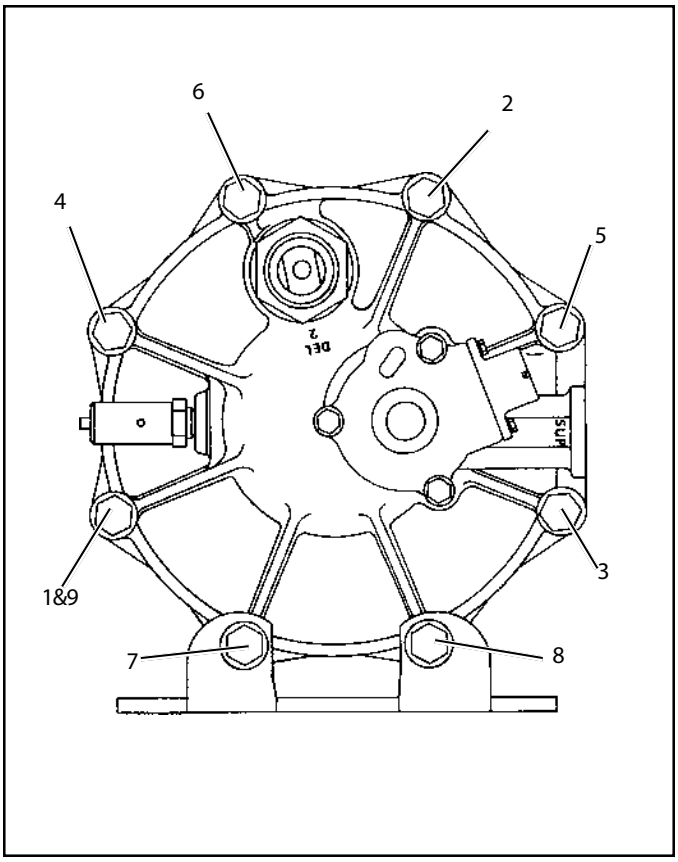

FIGURE 8 - END COVER TO HOUSING TORQUE PATTERN
A. Install the o-ring (14) in its groove on the O.D. of the purge piston. Place the return spring (13) in the bore of the purge valve housing. Place the o-ring (10) into its recess in the bore of the purge piston. Install the 1/4" Torx head bolt (31) into the I.D. of the purge piston. Insert the purge piston (33) into the I.D. of the spring (13). Using a Torx head wrench, push the purge piston into the piston housing until it bottoms.
B. While depressing the purge piston with the Torx head wrench, install the following parts over the purge valve bolt (31) from the opposite end of the purge valve housing; the purge valve (11) with its rubber side first, followed by the diaphragm (2) (if present), the diaphragm washer (32) (if present) or the flat washer and finally the 1/4" hex nut (4). Torque the purge valve nut and bolt (4 & 31) to between 60-80 in. lbs.
C. Install the three o-rings (5, 6 & 7) on the purge valve housing placing each in its appropriate location. If the exhaust cover (30) was removed during disassembly, install it on the purge valve housing assembly making certain the "bubble" portion is positioned over the thermostat. Install the assembled purge valve housing in the end cover making certain to orient both parts such that the connector is approximately 10 degrees clockwise from the supply port, while making certain the purge valve housing is fully seated against the end cover. Secure the purge valve housing to the end cover using the three 1/4" self-tapping screws (3). Start all three screws by hand then torque to 50-80 in. lbs.
2. Install the o-ring on the check valve assembly (15), then install the assembly in the end cover.
3. Install the desiccant cartridge o-ring (21) in its groove in the end cover. Using a light coat of barium grease, lubricate the bottom of the desiccant cartridge in the area that will contact the o-ring (21) and end cover. Screw the desiccant cartridge into the end cover until contact is made between it and the o-ring. Using a strap or chain wrench positioned 2-3" from the bottom of the cartridge, turn the desiccant cartridge clockwise 180-225 degrees beyond the position where initial contact was made between the cartridge and end cover o-ring. Torque should not exceed 50 ft. lbs.
4. Install the end cover outer housing o-ring (23) on the shoulder in the end cover. Place the housing (24) over the desiccant cartridge and align the holes. Install the six 3/8" cap screws (16), lock nuts (19) and twelve special washers (17) making certain they are in the proper position as marked during disassembly. The two longer 3/8" cap screws (18) will be used to secure the AD-9 to its mounting bracket. Tighten the six cap screws and nuts in a star pattern in a fashion similar to Figure 8; depending on lower bracket location. Torque to 270-385 in. lbs. (Refer to Fig. 8.) Note: The two remaining bolt holes in the end cover and two 3/8" cap screws must be the ones marked during disassembly to assure proper orientation of the ports and adequate length of the cap screws.